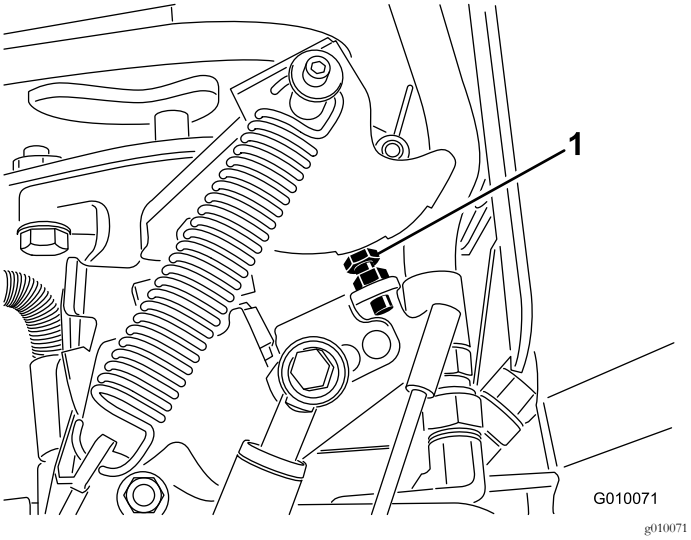

Figur 66
6. Om justering krävs, kan du vända pumpens stoppbult (Figur 66) närmare stopplattan för att minska hålavståndet, eller vända stoppbulten bort från stopplattan för att öka hålavståndet.